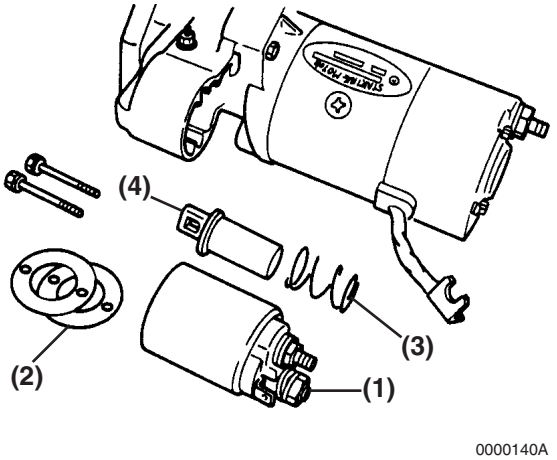

Figure 10-33
14. Reinstall the return spring (if equipped) **(Figure 10-33, (3))** on the solenoid plunger **(Figure 10-33, (4))**. Reinstall the solenoid switch coil **(Figure 10-33, (1))** and dust covers **(Figure 10-33, (2))**. Secure with nuts or bolts.